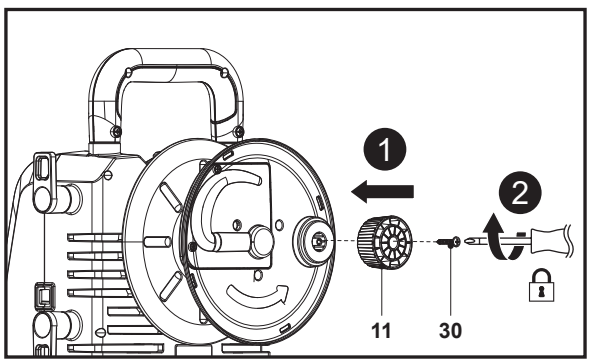

Rys. 3
1. Wyrównać otwór montażowy na pokrętle bębna (11) z jego uchwytem na maszynie, a następnie przy użyciu odpowiedniego wkrętaka krzyżakowego (brak w zestawie) zamocować połączenie za pomocą śruby (ST4,8 x 16) (30) (rys. 3, kroki 1, 2).